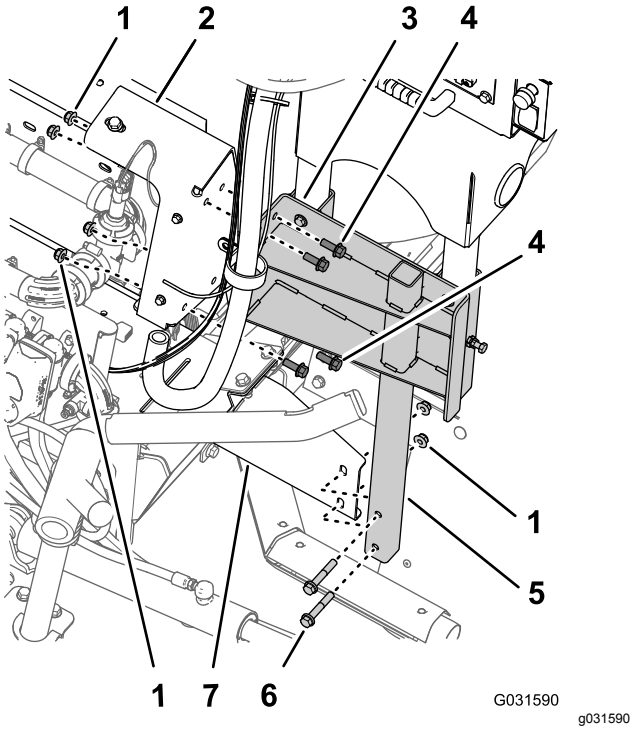

Figur 182
2. Innrett hullene i støttekanalen for den bevegelige slangetrommelen med hullene i manifoldfestet for sprederventilene (Figur 182).
3. Innrett hullene i den nedre rørrammen for den bevegelige slangetrommelen med hullene i monteringsbraketten på maskinens høyre rammekanal (Figur 182).
4. Monter støttekanalen til manifoldfestet (Figur 182) med de fire flenshodeboltene (3/8 x 1 tomme) og flenslåsemutterne (3/8 tomme) som du fjernet i trinn 3 av Fjerne den bevegelige slangetrommelen fra manifoldfestet (side 15).
5. Monter den nedre rørrammen til monteringsbraketten (Figur 182) med de to flenshodeboltene (3/8 x 2-1/4 tomme) og de to flenslåsemutrene (3/8 tomme) som du fjernet i trinn 2 av Fjerne den bevegelige slangetrommelen fra manifoldfestet (side 15).